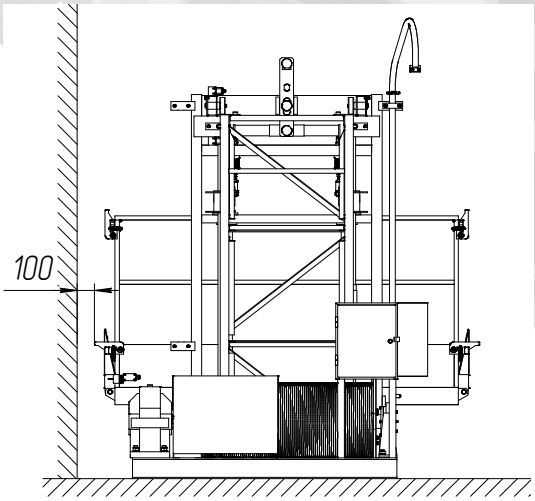

Рис. 19 – Установка основания подъемника
9.4.1. Установить основание подъемника (лебедка, секция нижняя и каретка грузовая) на подготовленную площадку (приямок), таким образом, чтобы зазор между зданием и кареткой грузовой составлял 100 мм (рис. 19).